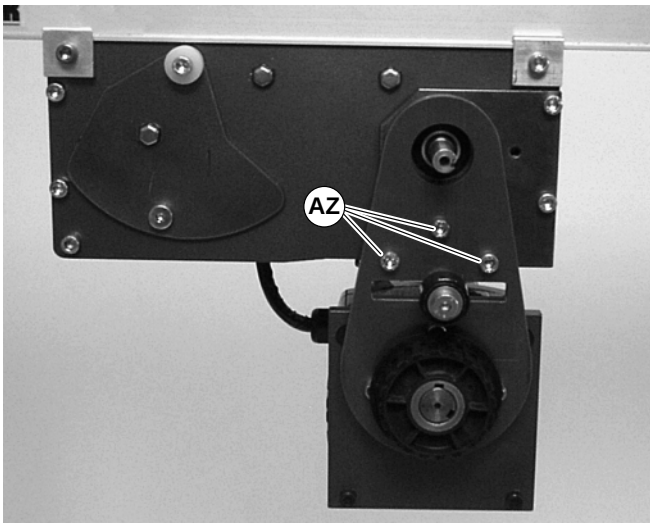

Abbildung 25
3. Drei Montageschrauben (AZ siehe Abbildung 25) entfernen und Getriebemotor abnehmen.